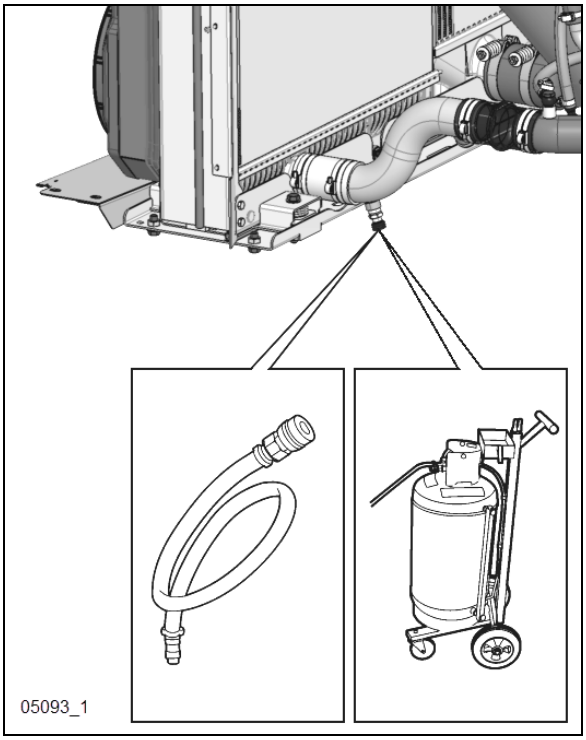

FIGURE 18 : EXTRACTION DE LIQUIDE DE REFROIDISSEMENT
5. Brancher l'extracteur de liquide de refroidissement (Figure 18) vidanger le liquide de refroidissement du moteur. Une autre méthode consiste à vidanger le liquide de refroidissement dans un récipient approprié à l'aide du tuyau de vidange.